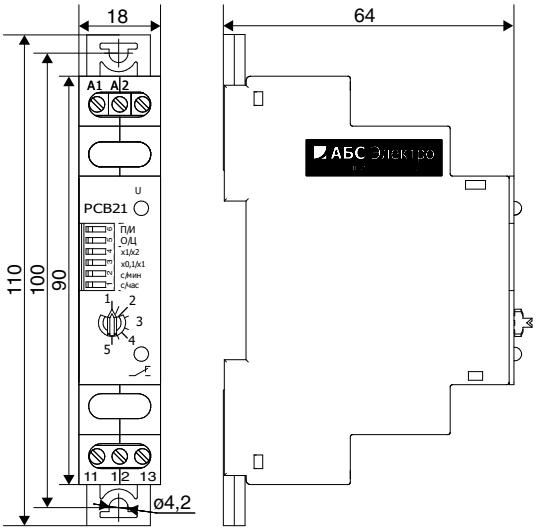

Рисунок 2. Реле с креплением винтами на панель
- винтами, на панель (**рисунок 2**).